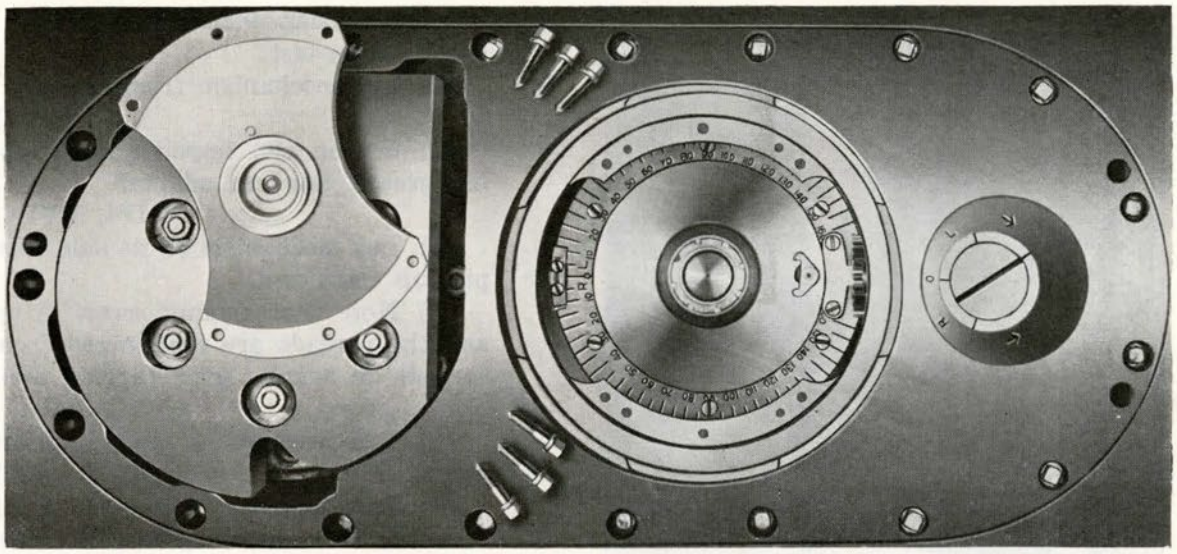

Figure 125
36. Remove gyro bottom head (Fig. 125). **(205A-246)**
41. Inspect and oil [two drops of oil (A)] gyro top bearing, using syringe furnished.
44. Inspect and oil [two drops of oil (A)] gyro bottom bearing. Install gyro bottom head with zero marks coinciding. Turn torpedo right-side-up. **(205A-246)**